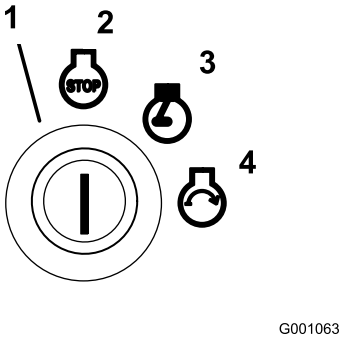

Figuur 13
6. Draai het contactsleuteltje naar rechts op Lopen (Figuur 13).
9. Draai het contactsleuteltje op Start en het indicatielampje van de gloeibougies gaat weer branden. Laat het sleuteltje los zodra de motor aanslaat (Figuur 13).
2. Draai het contactsleuteltje naar rechts op Lopen (Figuur 13).
4. Draai het contactsleuteltje op Uit (Figuur 13). Zet de motor af en wacht totdat alle bewegende onderdelen tot stilstand zijn gekomen voordat u de bestuurderspositie verlaat.